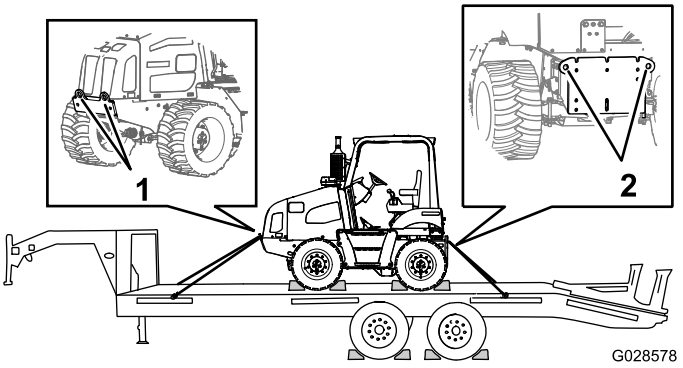

Figure 53
9. Arrimez l'avant et l'arrière de la machine sur la remorque au moyen de chaînes et d'un tendeur (Figure 53).